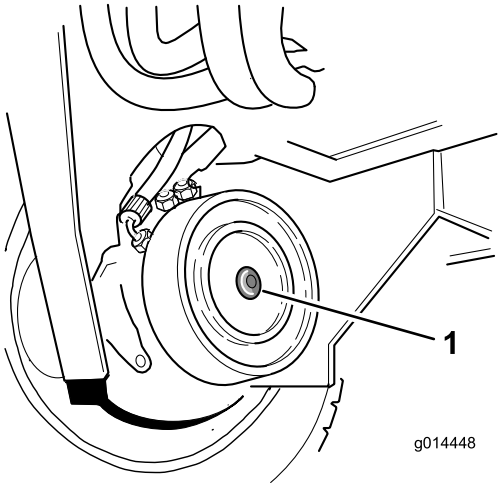

Figur 41
2. Identifiser bremseskiveenheten på høyre forhjulsmotor og fjern sekskantpluggen (Figur 41).